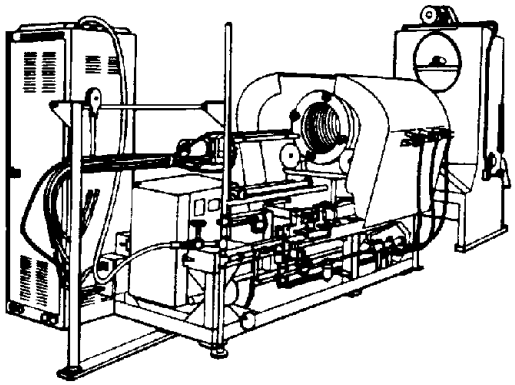

Figure 12. 6796646 Metallizing Machine
g. Install the compressor case assembly in 6796646 metallizing machine (figure12).